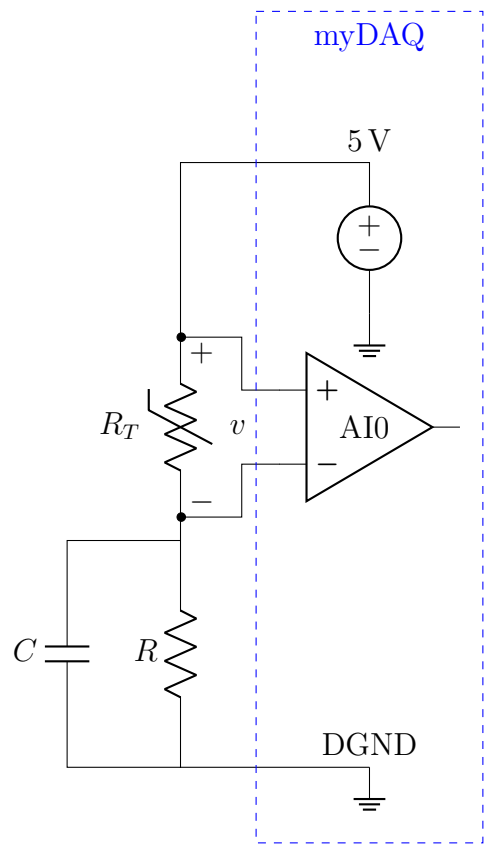

Figura 2.1: Medición de caída de voltaje en un termistor.
a. Realice las conexiones del circuito tal y como se indica en la Figura 2.1.